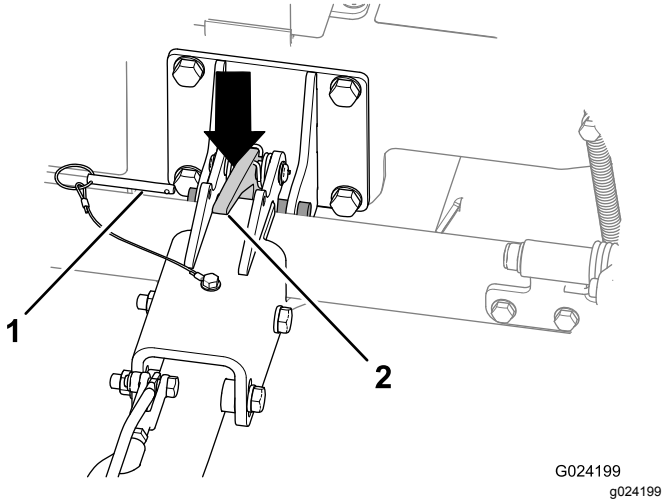

Figuur 21
2. Verwijder de borgpen (Figuur 21).
4. Duw de pal van de trekhaak naar beneden om de trekhaak te ontgrendelen (Figuur 21).